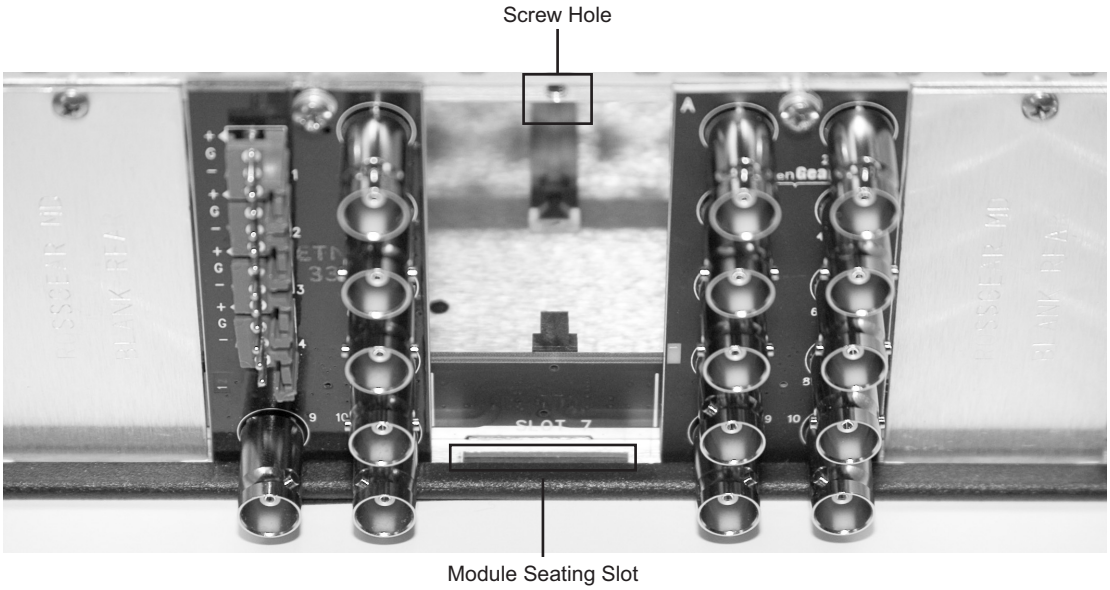

Figure 2.2 *Rear Module Installation (FSE-8241 series not shown)*
3. Install the bottom of the rear module in the **Module Seating Slot** at the base of the frame's back plane. (**Figure 2.2**)